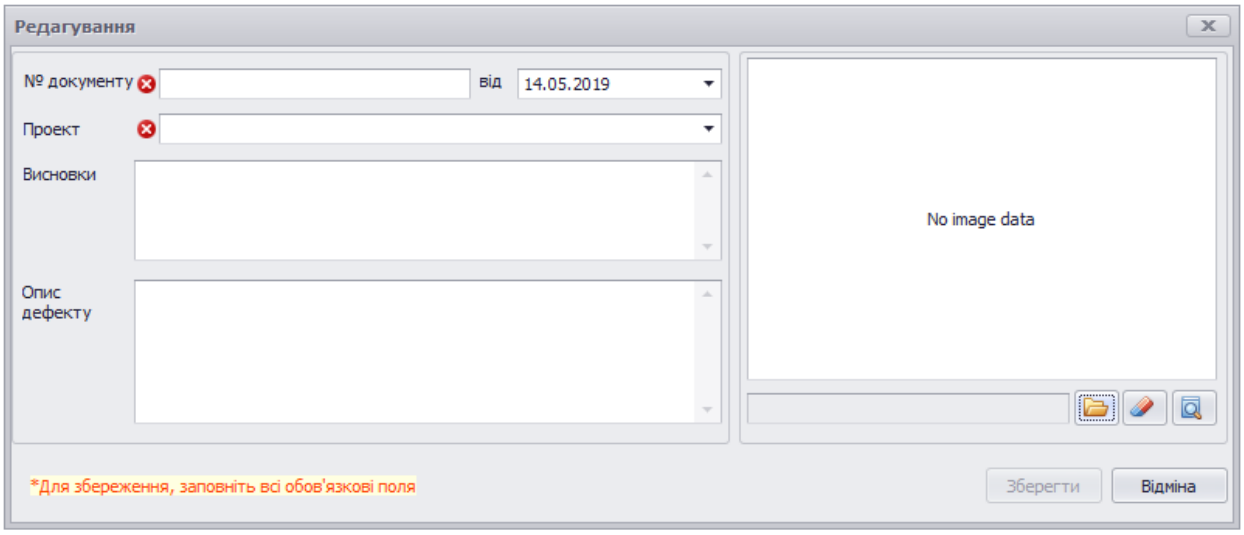
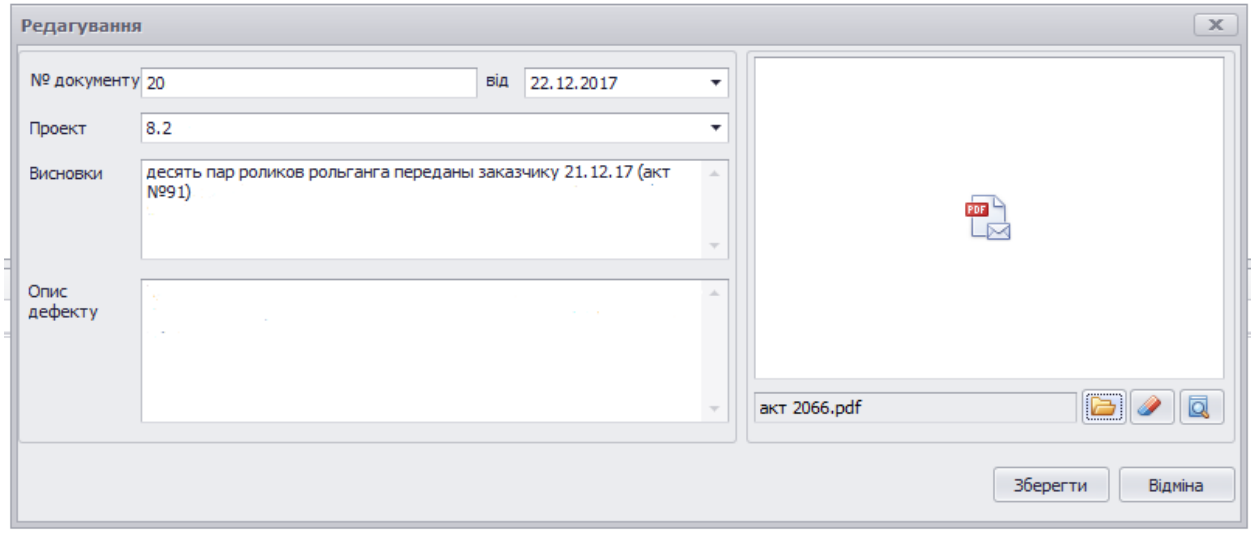

Рисунок 8.5 – Вікно «*Редагування*» кнопки «*Додати*»
Рисунок 8.6 – Вікно «*Редагування*» кнопки «*Редагувати*»
- «*Акти рекламації*», управління актами: створення (рис.8.5), редагування (рис.8.6) та видалення;